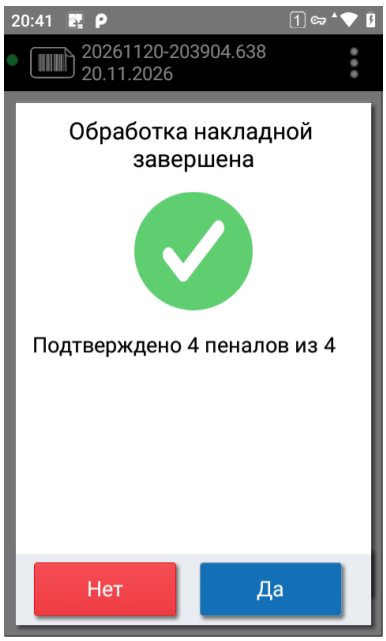

Рисунок 66. Обработка акта завершена
4. Появится итог «Обработка накладной завершена. Подтверждено N пеналов из M» (см. Рисунок 66). Нажмите «Да». Подтверждённые пеналы перемещаются в зону приёмки выбранного подразделения, акт получает статус «Выполнен». Неподтверждённые пеналы исключаются из акта и перемещаются в ячейку «Возврат с ПСП» склада, с которого списывались.